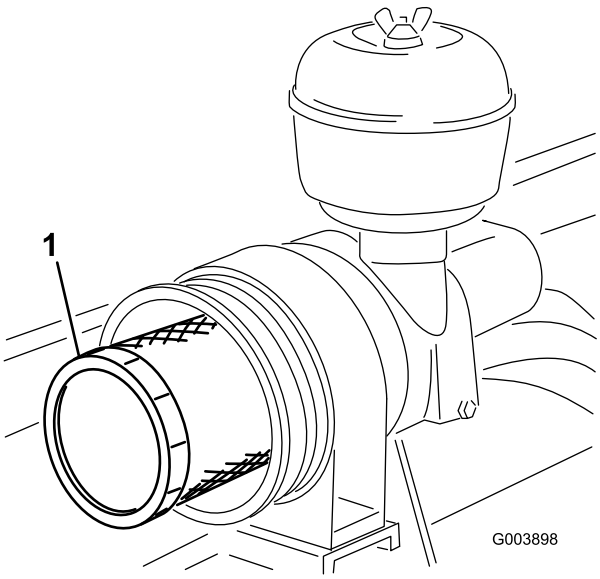

**Figuur 51**
3. Verwijder en vervang het voorfilter (Figuur 51).